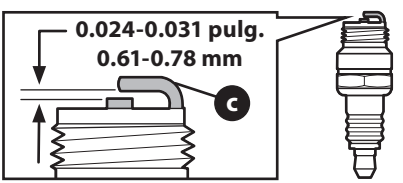

Figura 14
3. Mida la separación de bujía con un calibrador. Corrija de ser necesario torciendo el electrodo lateral (c) (Figura 14). La separación debe establecerse en 0.024 - 0.031 pulgadas (0.61 - 0.78 mm).